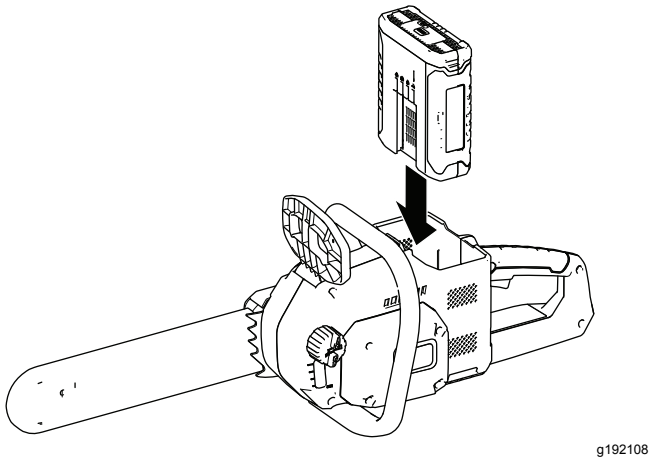

Figure 25
2. Alignez la languette de la batterie sur le logement dans la tronçonneuse (Figure 25).